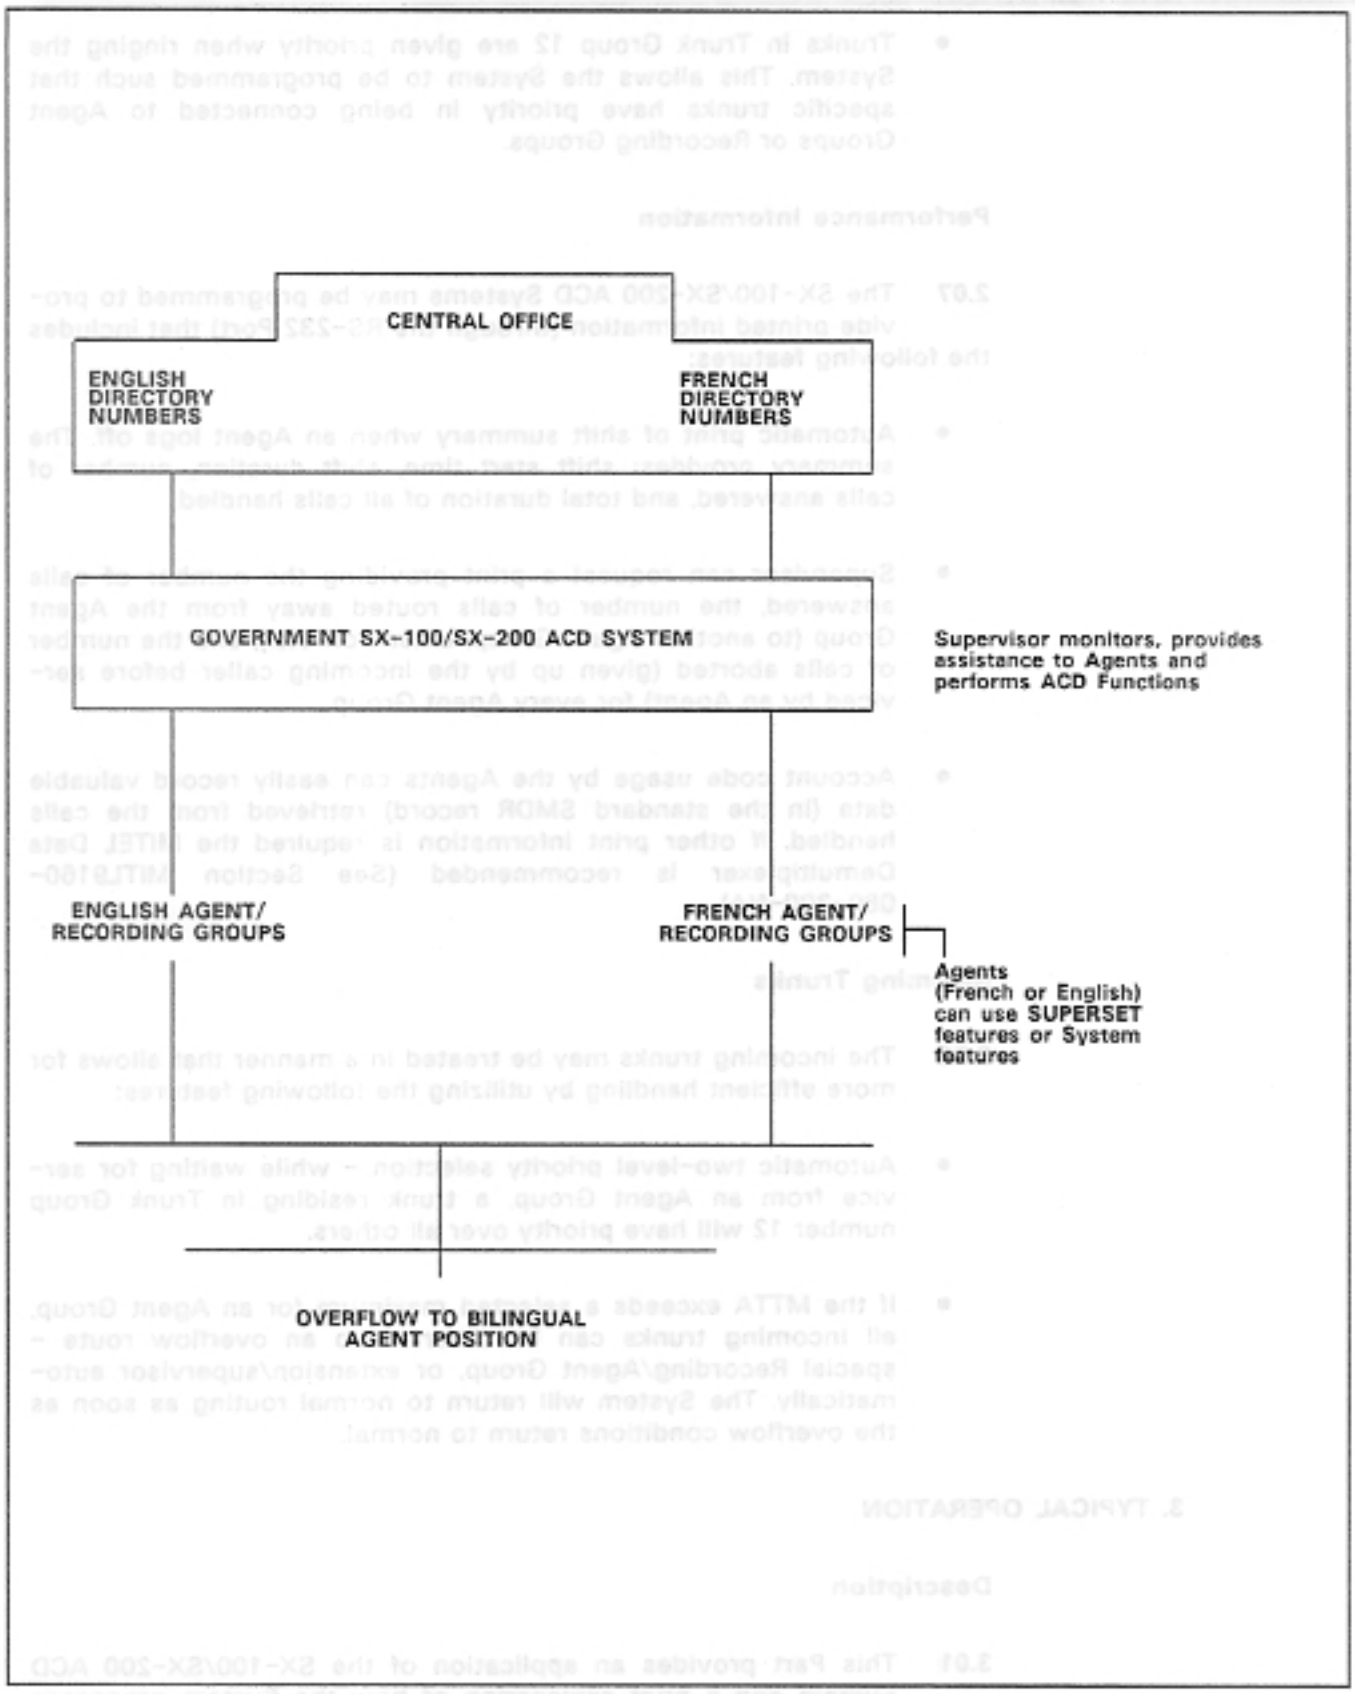

Figure 3-1 ACD Government Application
3.02 An application of the SX-100/SX-200 ACD System might consist of a government agency supplying bilingual tax information (Figure 3-1).